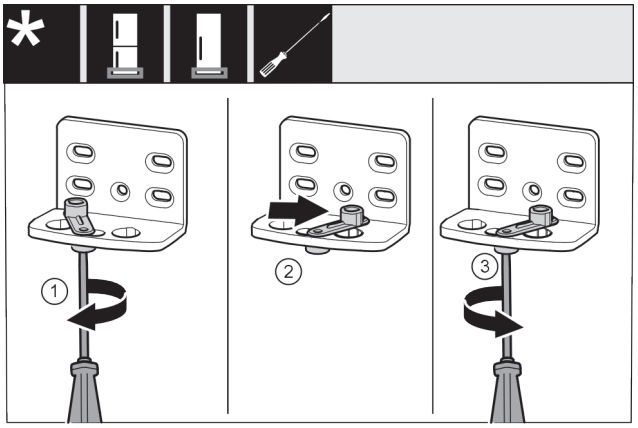

*Fig. 46 **
- ▶ Use screwdriver to loosen the screw *Fig. 46 (1)*.*
- ▶ Lift the door closing aid *Fig. 46 (2)* and turn 90° clockwise in the hole.*
- ▶ Tighten screw *Fig. 46 (3)* with screwdriver.*